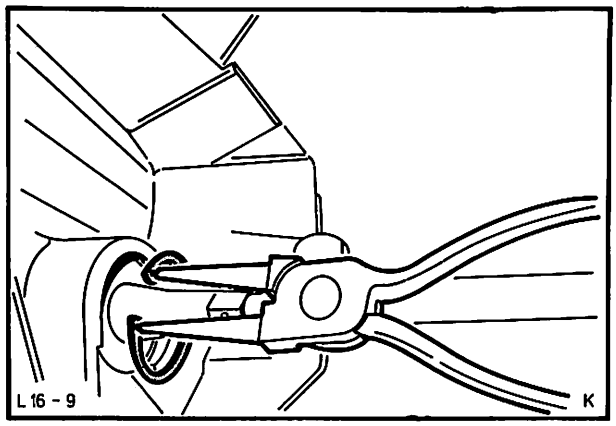

Abb. 28 Sicherungsring Antriebswelle – Geschwindigkeitsmesser montieren („B"-Getriebe)
6. Tachowelle anschließen. Abb. 28.